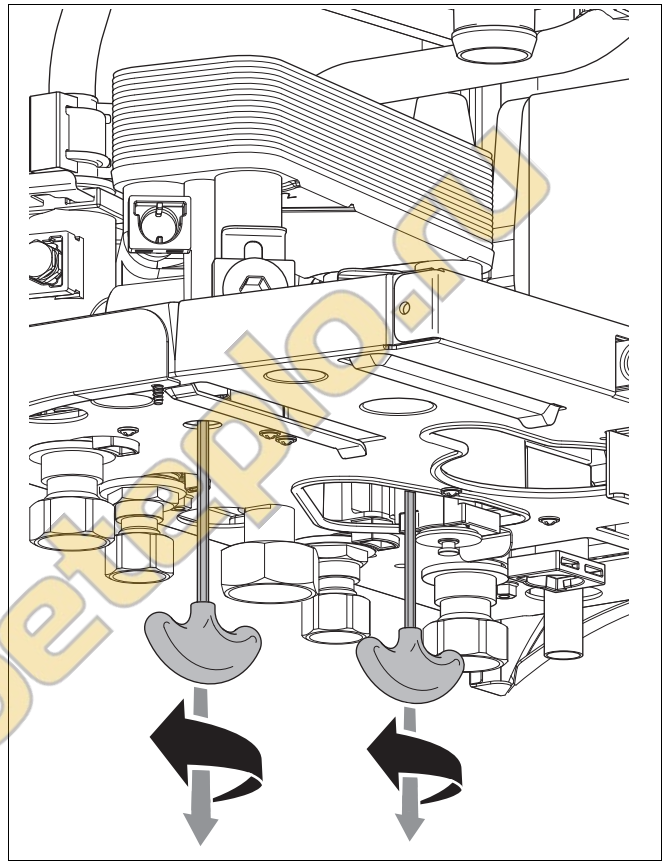

Рис. 54 Вывёртывание винтов пластинчатого теплообменника
- Отверните оба винта пластинчатого теплообменника (→ рис. 54).